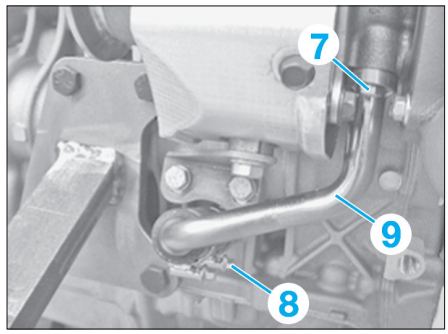
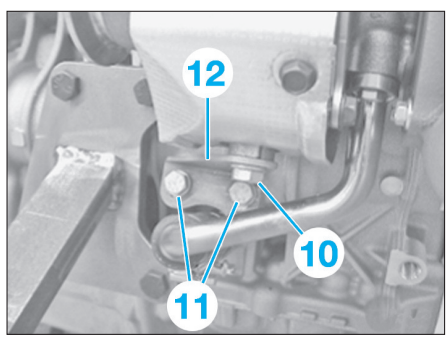

Fig. 81
Fig. 82
• Déposer la vis (7) **(Fig.81)**.
• Défaire le collier (8) puis déposer la conduite de retour (9).
• Déposer la vis (10) **(Fig.82)**.